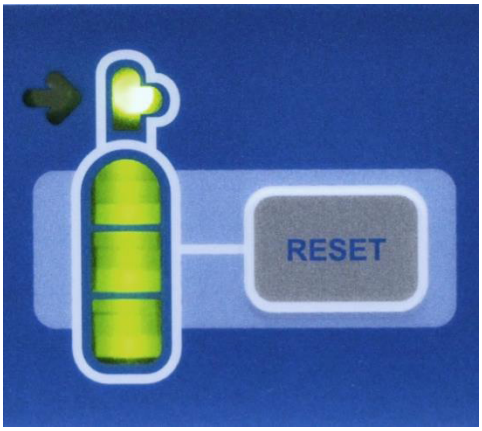

*Figur 11: Knappen RESET (NULSTIL) til nulstilling af $N_2O$-gasmåleren*
- Find gascylindervisningen på forsiden af *cryo*ICE BOX, og bemærk knappen RESET (NULSTIL) til højre for visningen (se Figur 11).